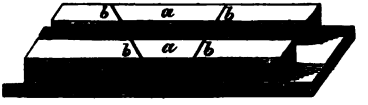

Abb. 18.
12. Die Schneidlade Abb. 18 wird gebraucht, um Leisten oder schmale Brettchen nach einem bestimmten Winkel schräg zu schneiden.
Sie ist etwa so lang und breit wie die Stoßlade. Auf dem unteren Brette sind zwei hohe Leisten *aa* angebracht, in welche Einschnitte, die bis herunter auf das Brett gehen, geschnitten sind. Nehmen wir an, es sollen z. B. Leisten für einen Bilderrahmen auf Gehrung zugeschnitten werden, so brauchten wir zwei Einschnitte *bb* in der Richtung von 45 Grad (Abb. 18), für Sechsecke dagegen solche von 60 Grad u. s. w. Zwei Einschnitte für jede Winkelgröße müssen deshalb vorhanden stin, damit, wenn man das eine Ende der Leiste nach dem links laufenden, das andere aber nach dem rechts laufenden Einschnitte abschneidet, beide Enden schließlich rechtwinkelig zusammenstoßen. Beim Schneiden befindet sich der betreffende Gegenstand zwischen den beiden Leisten *aa* und die Säge wird in die beiden Einschnitte, welche nach einer Richtung laufen, zugleich eingesetzt. Bei *cc* kann man rechtwinkelige Schnitte machen, wenn der Gegenstand zwischen den Leisten sich befindet und die Säge an den beiden Enden dieser Leisten angesetzt wird.